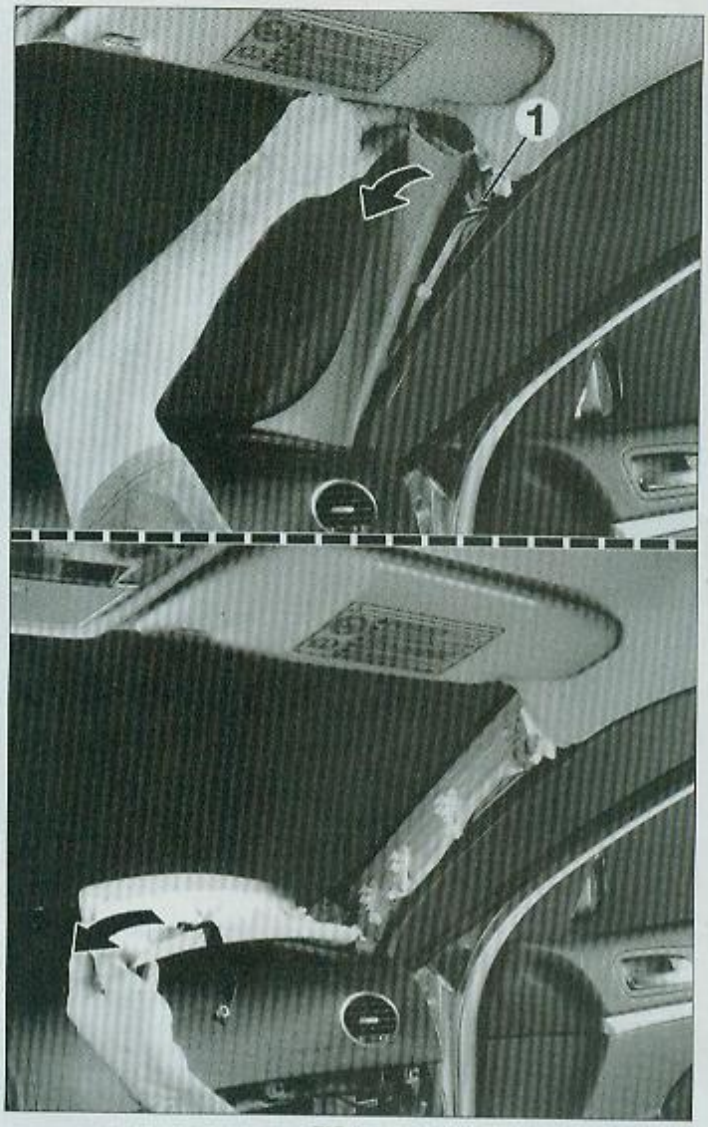

FIG. 28
• De chaque côté, dégrafer partiellement la garniture du montant de pare-brise, déposer la vis (1) de fixation de la sangle de retenue ainsi accessible puis extraire la garniture en la tirant dans le sens du montant (l'extraction peut-être difficile par la présence d'un morceau compact de mousse qui maintient fermement la garniture au niveau de la planche de bord) (Fig.28).